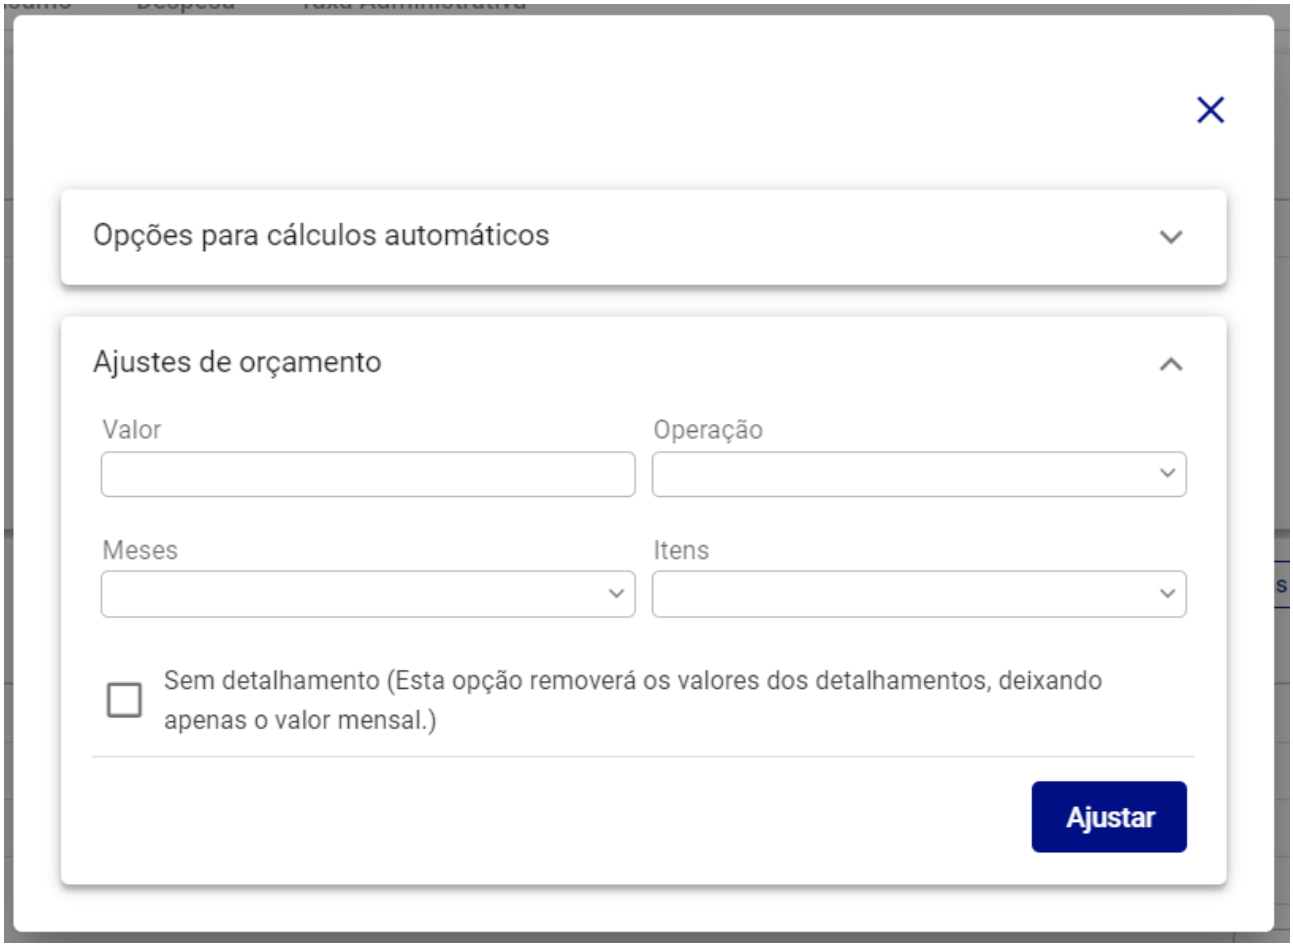

Figura 221: Ajustes de Orçamento
– **Ajustes de Orçamento (Figura 221):** Ferramenta para aplicar alterações em massa nos valores orçados.